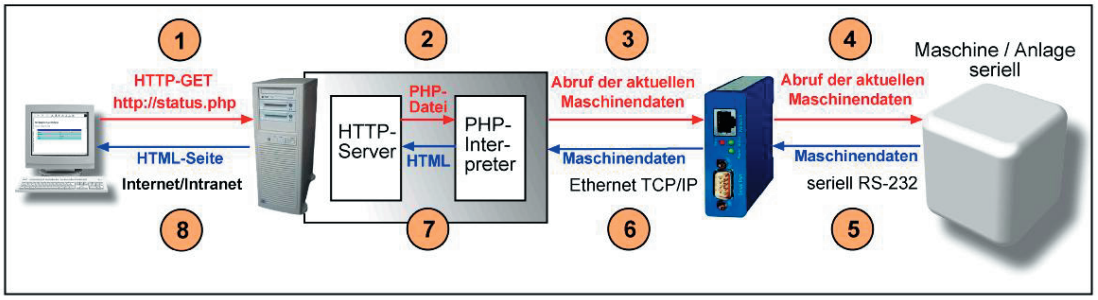

Bild 2: Das Prinzip des nachträglich integrierten Web-Based Management
Das Prinzip des Web-Based Management zeigt Bild 2: Der Anwender ruft mit seinem Browser eine bestimmte, auf dem Server abgelegte Seite (hier: status.php) auf (1), die ihm die aktuellen Maschinendaten in der vorbereiteten, mehr oder weniger grafischen Form darstellen soll. Der Webserver